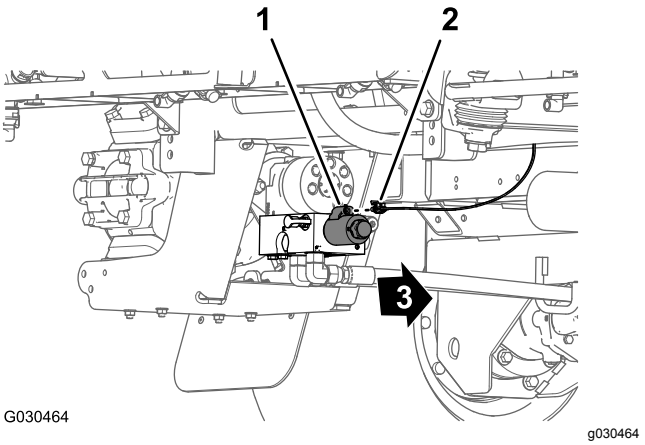

Figuur 134
1. Achteraan de machine, aan de binnenzijde van de spuitpomp, koppelt u de stekker met 2 bussen van de aftakking van 86 cm met de aanduiding **Spray Pump Solenoid** (magneetklep spuitpomp) aan op de stekker met 2 pinnen van het pomprelais (Figuur 134).